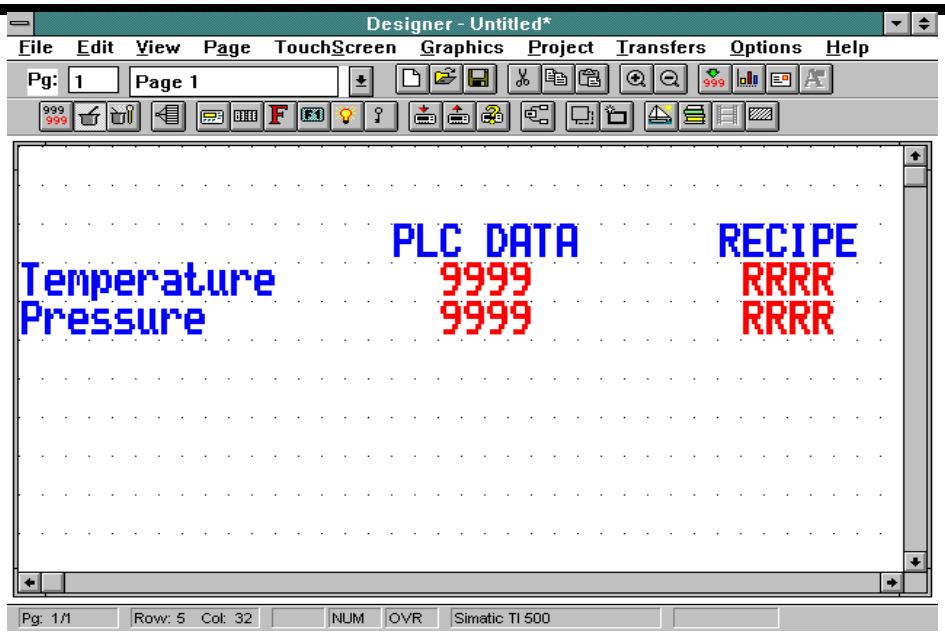

Figure 2
6. Define two recipe data items with the same addresses as given to the numeric fields that were created in step 4. The two recipe data fields will be shown on the Designer page with the placeholder 'R' instead of the '9' used for numeric fields (see Figure 2).